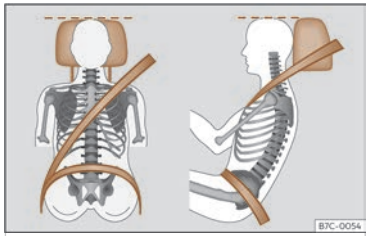

Fig. 17 Correct belt web and headrest positions
- Adjust the head restraint so that its upper edge is, as far as possible, at the same level as the top of your head, as close to eye level as possible[1] >>> page 128. Keep the back of your neck as close as possible to the headrest >>> Fig. 17.
- Adjust the seat lengthwise so that you can press the pedals fully down with your knees slightly bent and there is a distance between the knee area and the dash panel of at least 10 cm (4 inches) >>> Fig. 17.